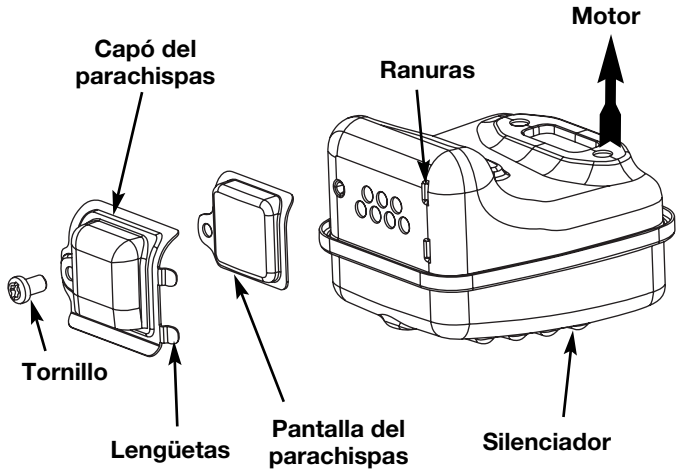

Fig. 26
2. Localice el silenciador, pero no lo quite. Busque el tornillo en la parte inferior del silenciador (Fig. 26). Quite el tornillo usando una llave torx No. 20 o un destornillador plano.